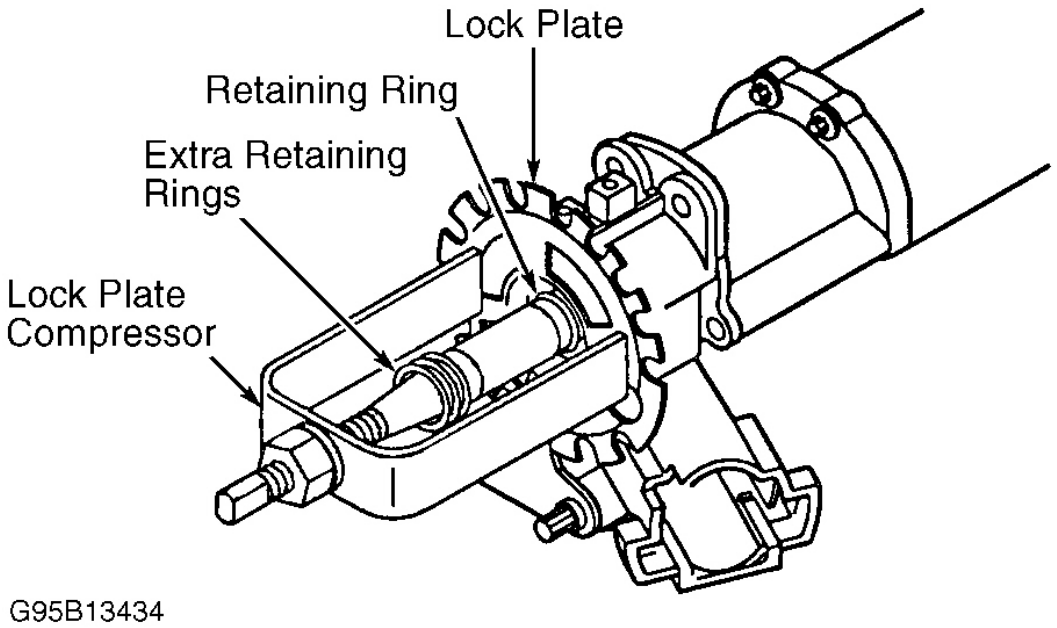

Fig. 7: Removing Shaft Lock Retaining Ring
2. Remove coil assembly retaining ring. Note orientation of coil assembly to steering column housing. Remove coil assembly, allowing assembly to hang by wiring. Remove wave washer. Remove and discard lock plate retaining ring using Lock Plate Compressor (J-23653-SIR). See **Fig. 7** . Remove lock plate, turn signal cancel cam and upper bearing spring. Remove upper bearing inner race seat and inner race.
1. Remove steering wheel and SIR coil assembly. See **STEERING WHEEL** and **SIR COIL ASSEMBLY** . Remove lock plate retaining ring using Lock Plate Compressor (J-23653-SIR) and small tip screwdriver or scribe. See **Fig. 7** . Remove lock plate.